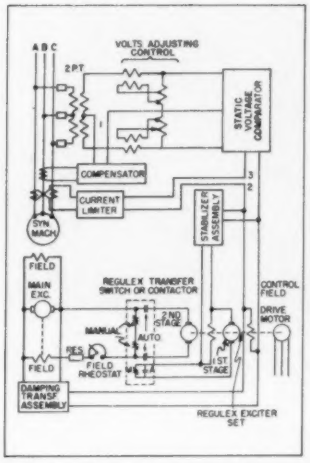

Fig. 8. Reactive line drop compensation operates the same as reactive current compensator except the output signal of compensator is reversed
The reactive current compensator consists of a bridge between a high impedance autotransformer (A) and two low impedance reactors (B) as shown by Fig. 7 (A). Its output is inserted in the center leg of the three phase open delta circuit between the voltage measuring potential transformers and the voltage adjusting control (C). The isolating transformer allows independent grounding of the potential and current transformers. The compensator as applied to the regulating system is also shown at (1) in Fig. 8.